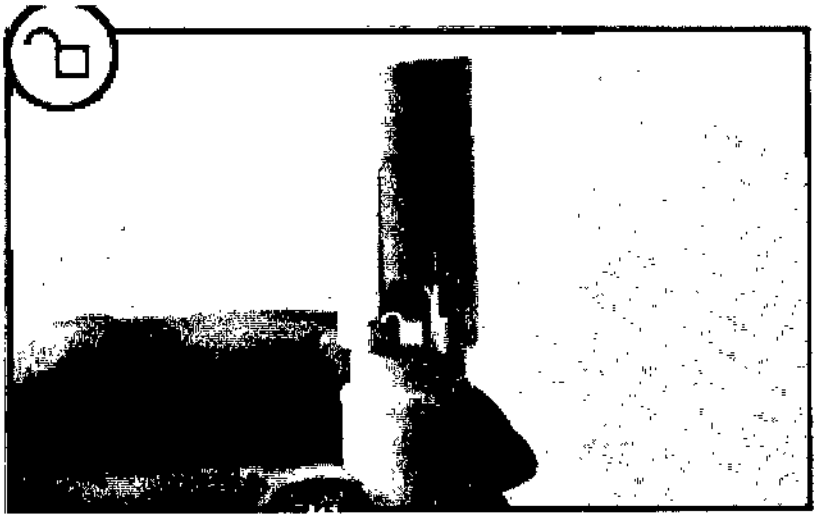

Figura 9
8. Desbloquee el autoinyector Bett.i para proceder a la aplicación de la inyección, girando la tapa que se encuentra en el extremo superior hasta que se pueda observar el símbolo de desbloqueo. Ver figura 9.